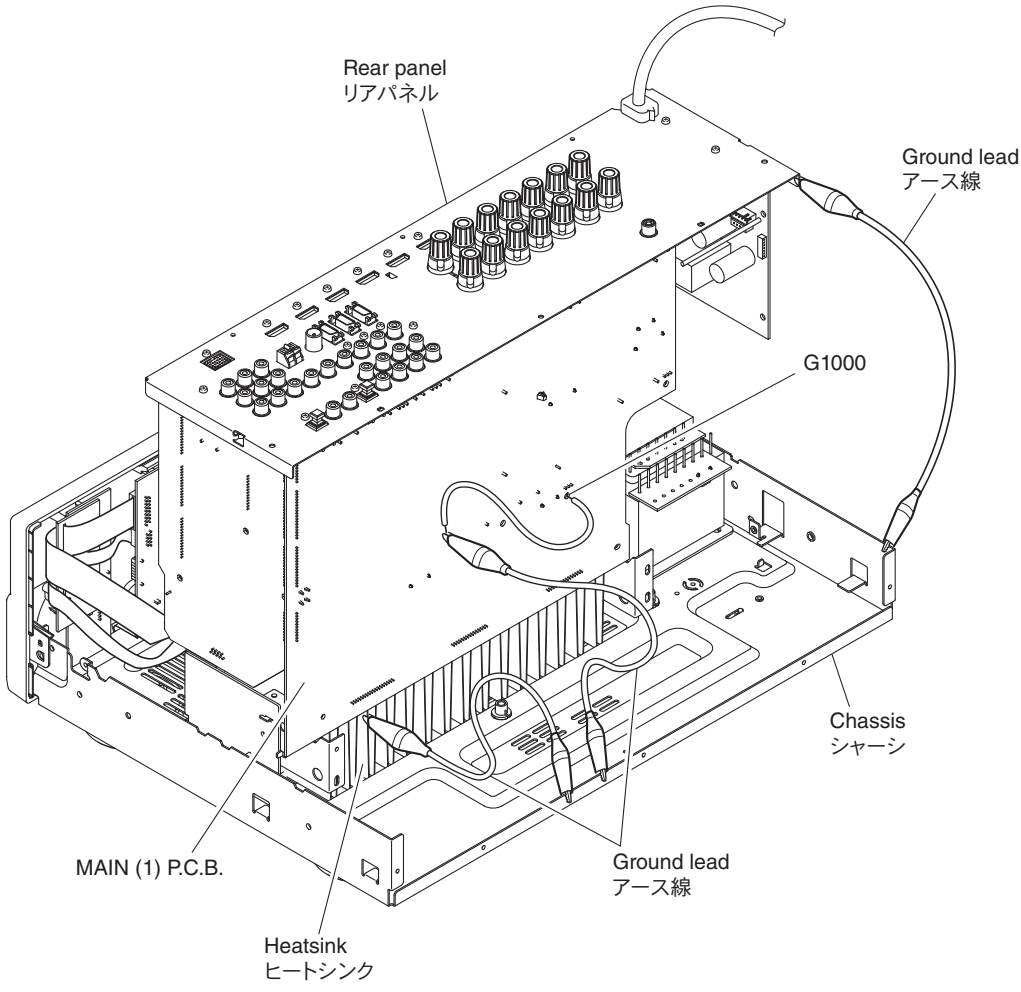

Fig. 4
- Place the P.C.B.s (with rear panel) upright. (Fig. 4)
- Connect the heatsink, rear panel and G1000 on MAIN (1) P.C.B. to the chassis with a ground lead or the like. (Fig. 4)
- リアパネルと一緒に P.C.B. を立ち上げて置きます。(Fig. 4)
- ヒートシンク、リアパネル、MAIN（1）P.C.B. の G1000 のアースをリード線等でシャーシに接続してください。(Fig. 4)